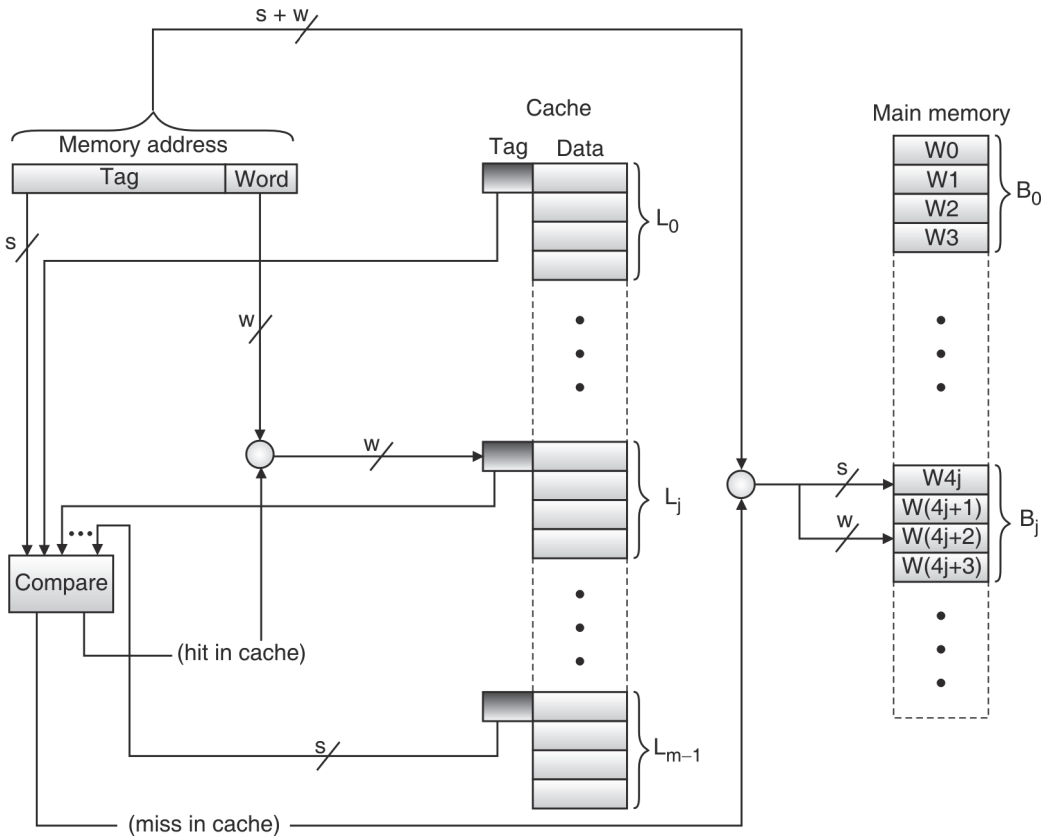

Fig. 5.4.2 : Fully Associative Mapping
- The organization of Fully Associative Cache mapping is shown in the Fig. 5.4.2.